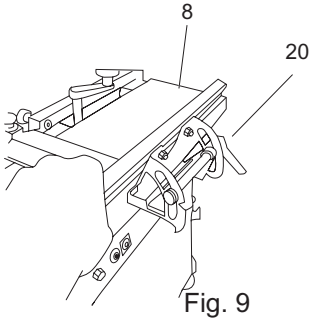

Fig. 9
> Aperte a alavanca de bloqueio (20) novamente para fixar a guia paralela (8). (Fig. 9)